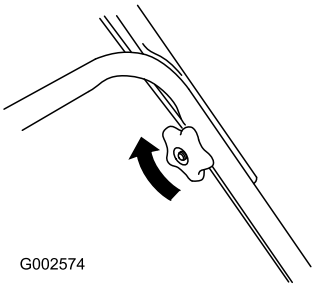

Bild 5
2. Ziehen Sie die Griffhandräder fest (Bild 5).